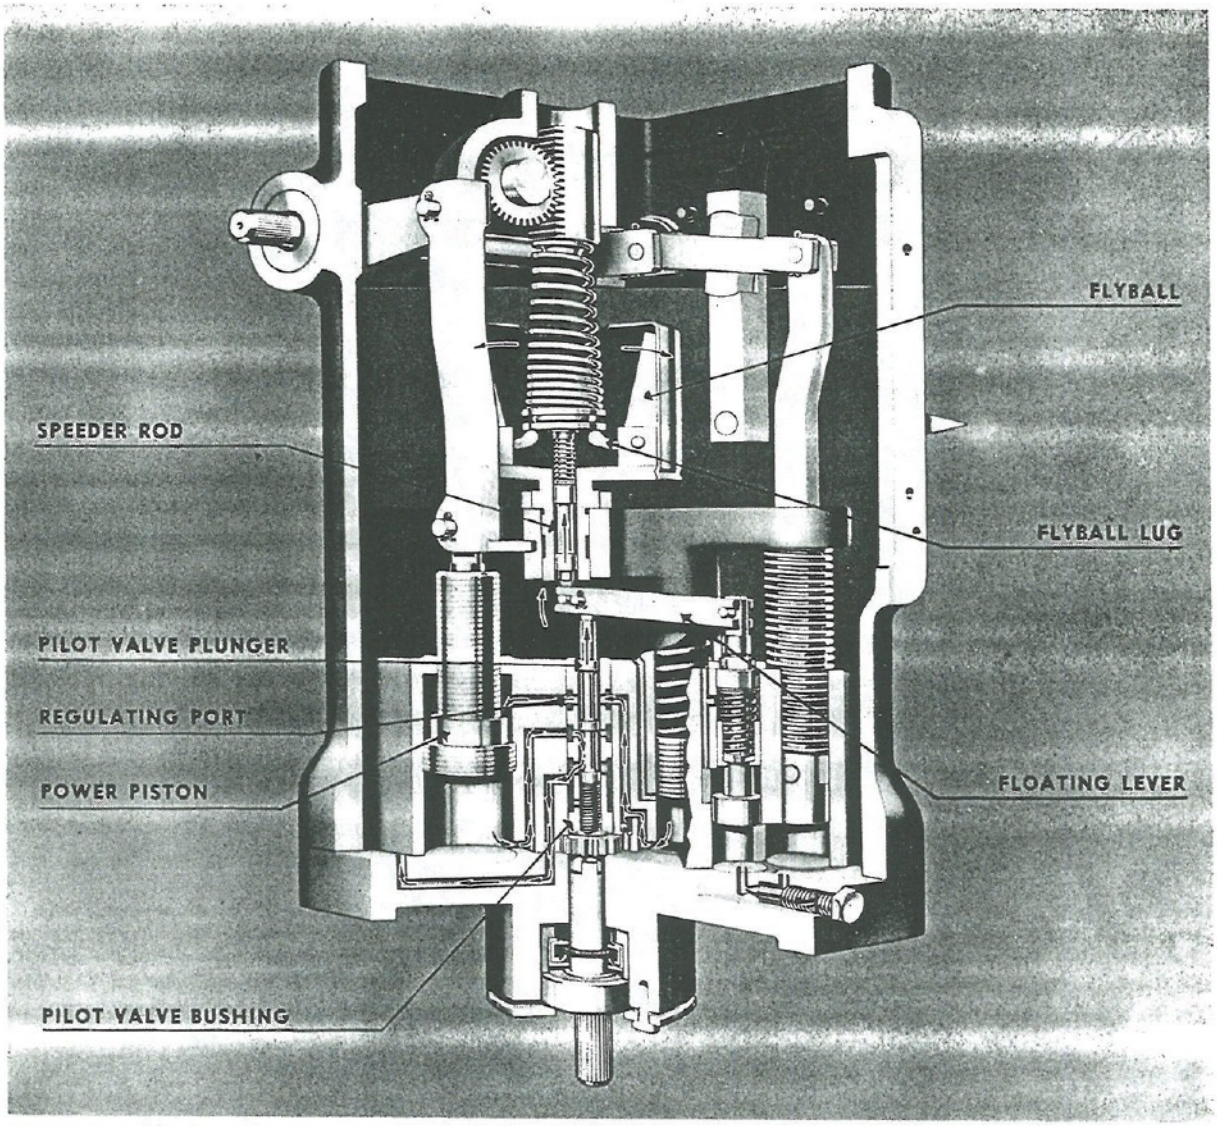

Fig. 46. Governor, Hydraulic, Operation at Increased Speed
b. In Fig. 46 the load on the engine has decreased and the engine speeds up. As the engine speed increases, the flyballs are moved outward by centrifugal force. The flyball lugs exert upward pressure on the speeder spring which pulls up the speeder rod. As the speeder rod moves upward it raises the inner end of the floating lever to which it is attached. The movement of the floating lever raises the pilot valve plunger which is also attached to it uncovering the regulating port in the pilot valve bushing. The opening of the regulating port permits the oil trapped under the power piston to escape into the sump, as shown by the directional arrows in the illustration. The oil pressure on top of the power piston is now unopposed and moves the piston downward.